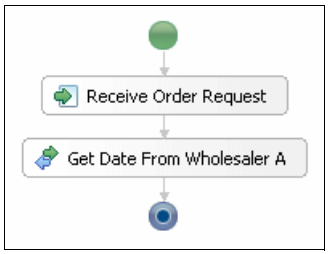

Figure 10-37 Two first activities
1. Drag an **invoke activity** to the canvas and rename it to `Get Date From Wholesaler A`. The canvas should look like the example in Figure 10-37.